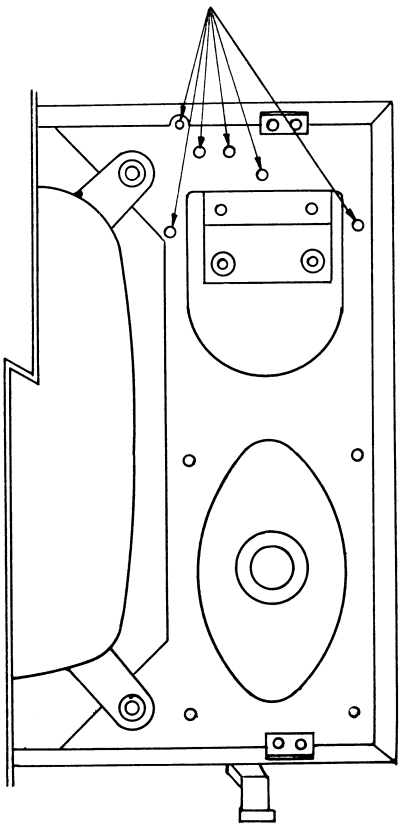

Fig. 1
(1) Remove the channel selector knob, the fine tuning knob, two top small knobs and front panel.
(2) Remove the back cover by loosening the 6 philips-head screws.
(3) Remove the picture tube socket, the speaker plug, the CRT grounding wire, the deflection yoke plug, the H.V. Lead and power transformer plug.
(4) Loosening the 6 philips-head screws on the cabinet. (Refer to Fig. 1)